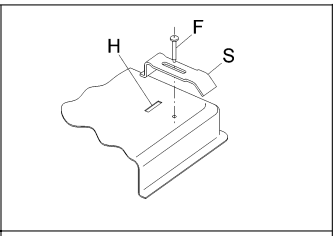

ABB. 10
- Fixieren Sie das Kochfeld mit den dafür vorgesehenen Befestigungsstücken “S”, wobei Sie darauf achten sollten, dass der vorstehende Teil in den im Boden befindlichen Schlitz “H” eingeführt wird. Schrauben Sie die Schraube “F” fest, bis das Befestigungsstück “S” blockiert ist (siehe Abb. 10).